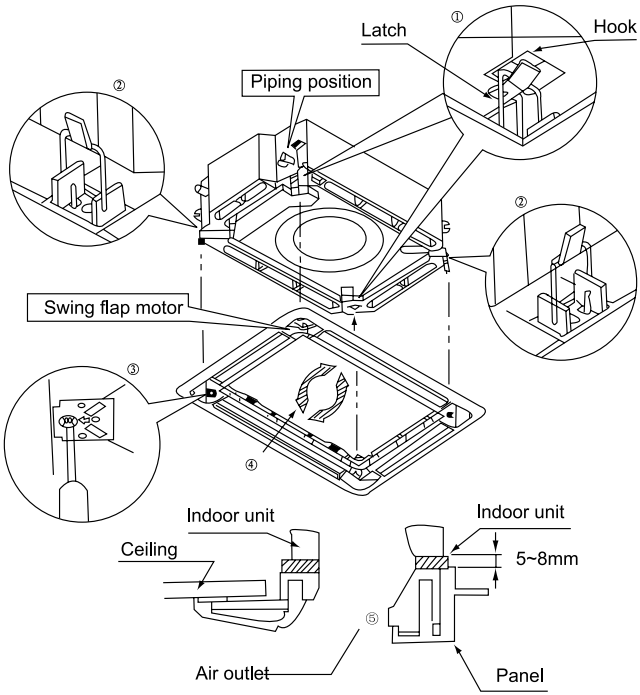

Fig.35
(4). Adjust the panel along the direction indicated by the arrow as shown in Fig.35.